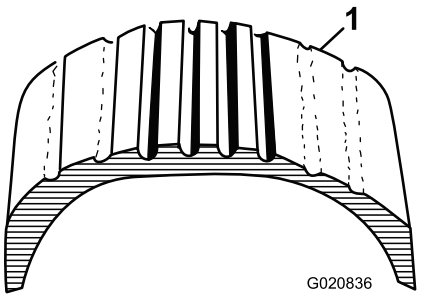
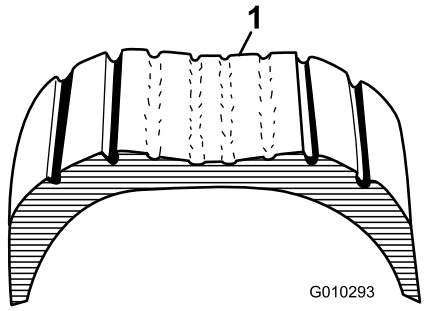

Figure 19
Figure 20
1. Vérifiez visuellement l'état et l'usure des pneus (Figure 19 et Figure 20).